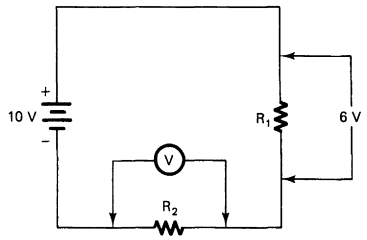

FIGURE 3-2B Computing voltage drop across resistor.
2. What is the voltage drop across R_2 in the circuit of Fig. 3-2B? _____